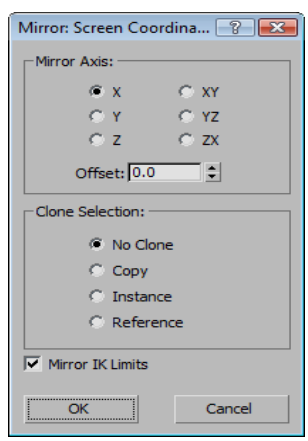

Figure 3-91 *The* ***Mirror: Screen Coordinates*** *dialog box*
2. Invoke the **Mirror** tool from the **Main Toolbar**; the **Mirror: Screen Coordinates** dialog box is displayed, as shown in Figure 3-91.